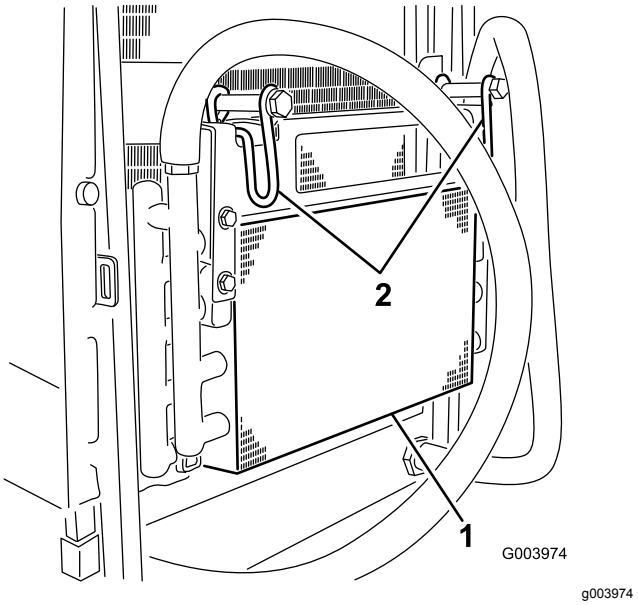

Figur 58
5. Drej låsehåndtagene indad, så oliekøleren løsgøres (Figur 58).